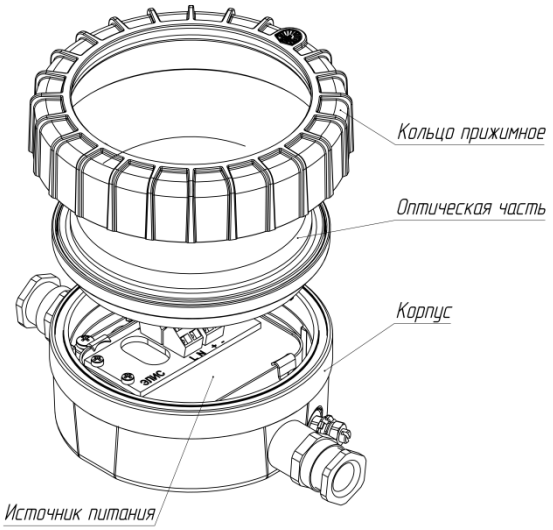

Рисунок 4.9
7.4.2. Снять прижимное кольцо, аккуратно вытащить оптическую часть и отключить ее от источника питания рисунок 4.9.